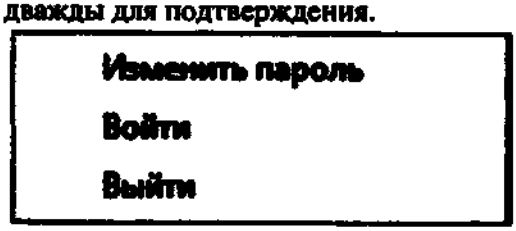

Рисунок 7. Всплывающее окно «Вход» для учетных записей пользователей с защитой паролем
Если Вы зарегистрировались под учетной записью пользователя, защищенной паролем, всплывающее окно для входа (нажатие правой кнопкой мыши в поле с именем пользователя) будет включать опцию изменения пароля (Рисунок 7). Нажмите данную опцию для изменения существующего пароля. Появится запрос на ввод существующего пароля и нового пароля – дважды для подтверждения.
2. Нажмите **Выйти** во всплывающем окне (Рисунок 7).В схеме входа пользователя 'По уровню доступа', уровень доступа автоматически сменится на Operator (Оператор).